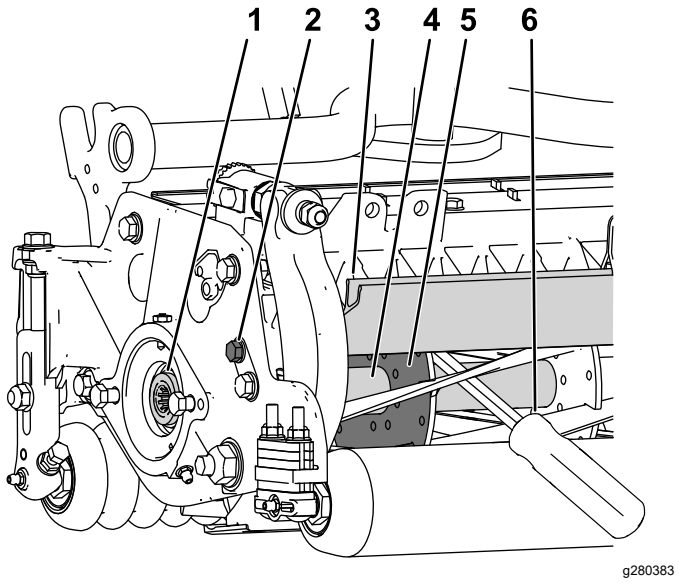

Figura 28
1. Allentate il bullone del deflettore sul lato sinistro dell'apparato di taglio e sollevate il deflettore posteriore (Figura 28).
2. Inserite un piede di porco con manico lungo (⅜" x 12") raccomandato, con manico a cacciavite) attraverso la parte posteriore del cilindro di taglio, più vicino al lato dell'apparato di taglio da serrare (Figura 28).
3. Posizionate il piede di porco contro il lato di saldatura della piastra di supporto del cilindro (Figura 28).